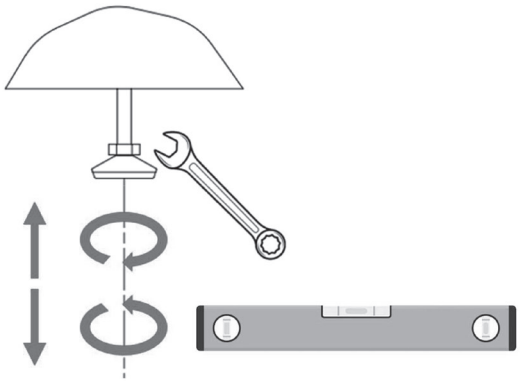

fig. 12
- Une fois positionnée dans la zone souhaitée, la mettre à plat à l'aide des pieds réglables (fig. 12).